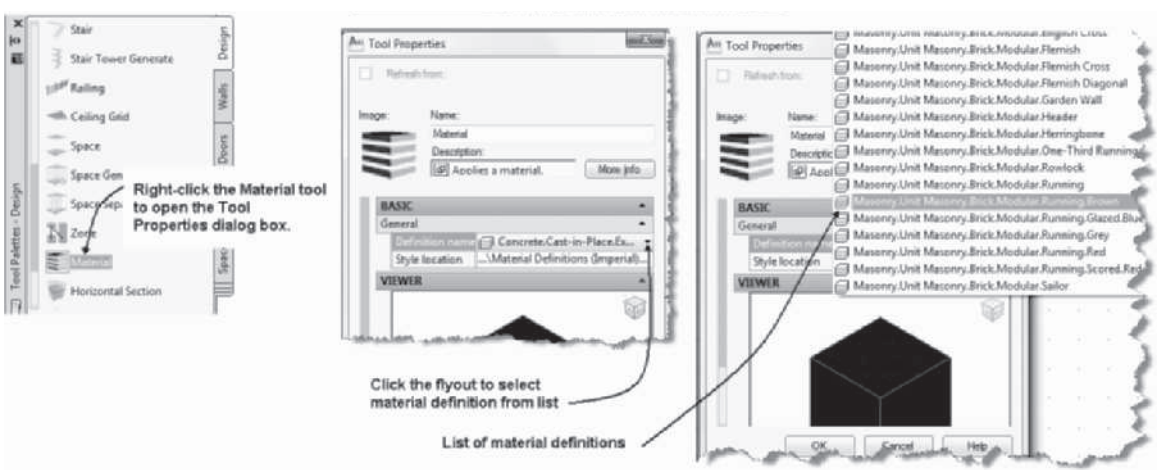

FIGURE 3.38 *Assigning materials to a wall component*
40. Right-click the **Material** tool from the **Design** tool palette and choose properties, as shown in Figure 3.38. Choose the **Masonry.Unit Masonry.Brick.Modular.Running.Brown** material definition as shown in Figure 3.38. Choose **OK** to dismiss the Tool Properties dialog box.